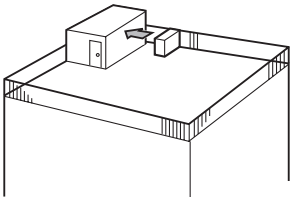

Fig. 2-4
① Positionner la sortie d’air vers le mur le plus proche et à environ 50 cm de celui-ci. (Fig. 2-4)